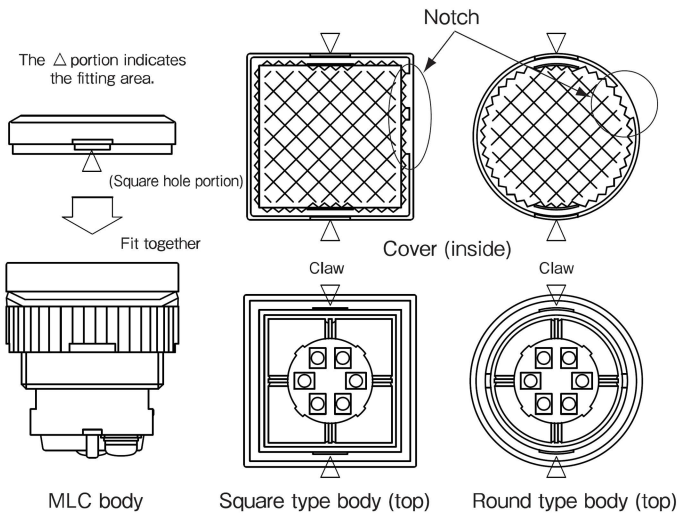

Figure 1: Installing the Diamond Cut Cover
1) To exchange the diamond cut cover, fit the △ portions (square hole and claw portions) as illustrated in Figure 1.